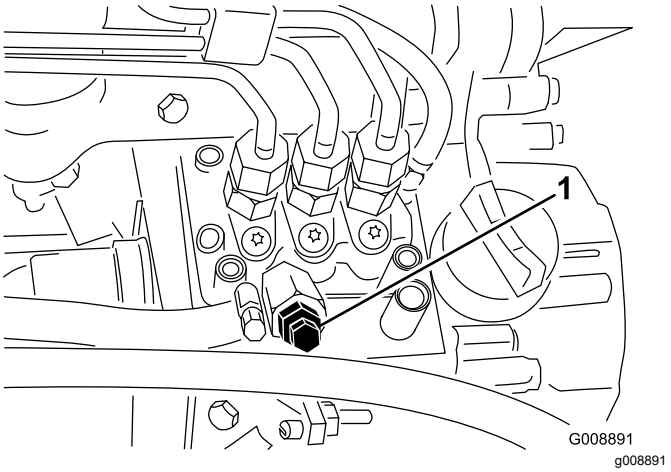

**Figur 50**
4. Öppna avluftarskruven på bränsleinsprutningspumpen (Figur 50).